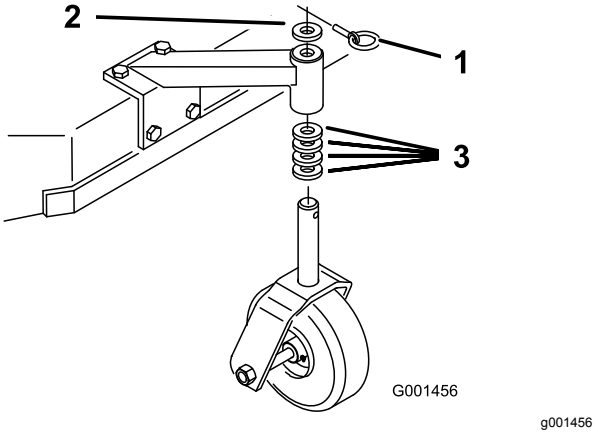

**Figur 17**
1. Justera svänghjulens distansbrickor så att de passar det valda axelhålet (Figur 17), se Klipphöjdsschema (sida 19).
2. Avlägsna låssprinten, för av svänghjulet från stödet och byt distansbrickorna (Figur 17).
3. Montera svänghjulet i stödet och montera låssprinten (Figur 17).